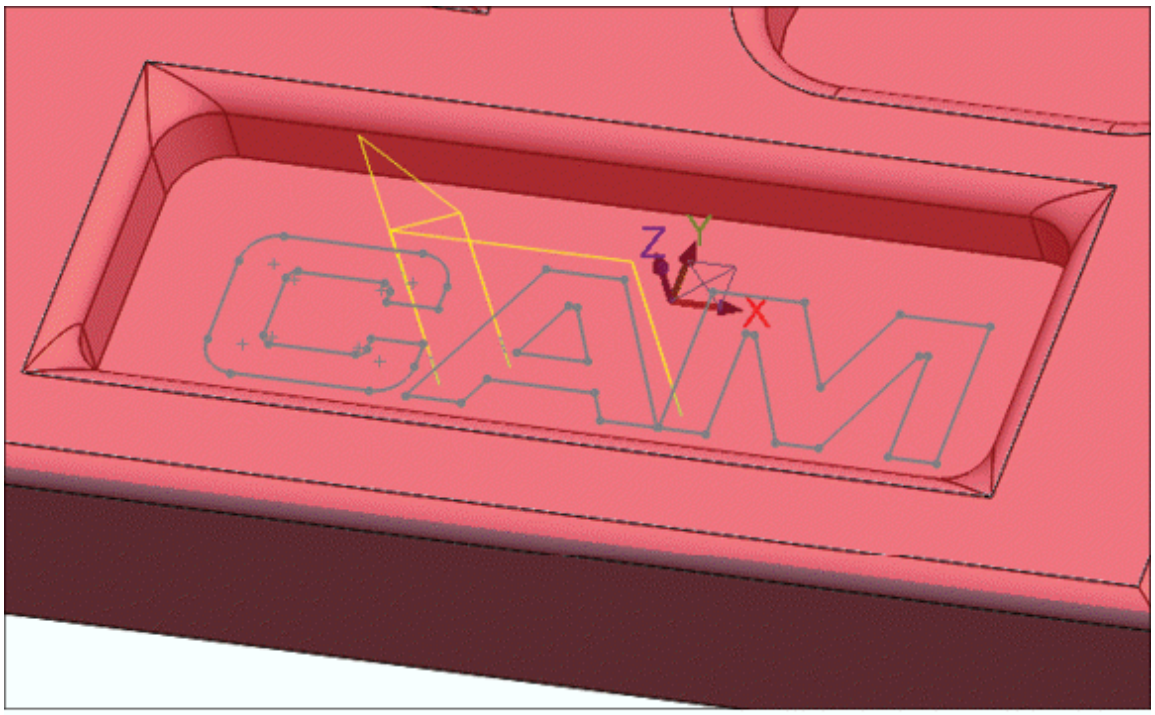

Figure-18. Engraving toolpath generated
- Click on the **OK** button from the **Engraving** dialog box. The toolpath will be generated; refer to Figure-18.